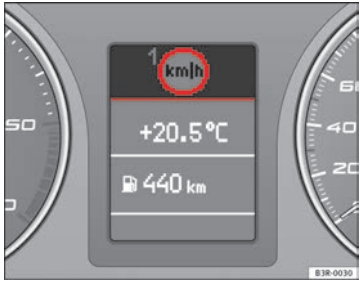

Fig. 56 Display: Speed warning function
exceeded by about 10 km/h. A warning symbol will also appear in the display ⇒ fig. 56.
The warning symbol for speed limit warning 1 ⇒ fig. 56 will appear in the display if you exceed the pre-set speed. It goes out again if the speed is reduced below the set speed limit.
– Press the CHECK button and hold it down until the symbol ⇒ fig. 56 appears.